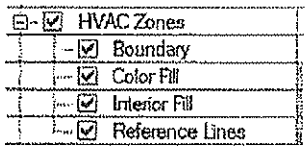

Figure 6–59
2. For each view, type **VG**. In the Visibility/Graphic Overrides dialog box, expand **HVAC Zones** and select all of the options as shown in Figure 6–59.